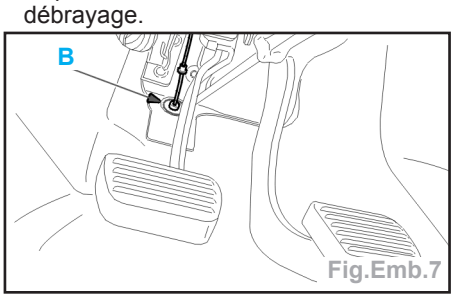

Fig.Emb.7
- A l'aide d'un tournevis, prendre appui en (B) et déposer le câble de commande de débrayage de la traverse de tablier (Fig.Emb.7).